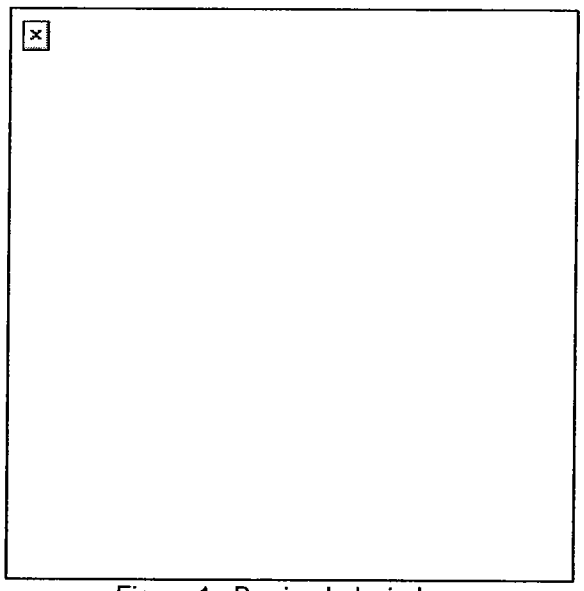

Figure 1. Barricaded window.
a. Barricade windows. Window-firing positions can be improved by barricading around the window (Figure 1). The window may be completely covered, leaving only a small hole for the firer's use. When barricading windows: